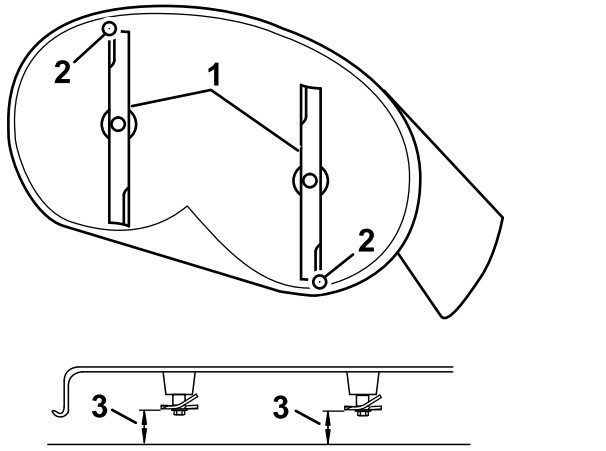
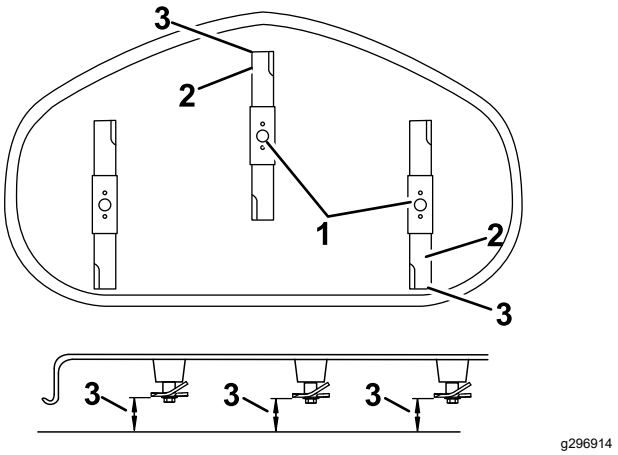

Figur 69
Figur 70
4. Drej forsigtigt skæreknivene, så de vender på langs (Figur 69).
5. Mål fra spidsen af den forreste skærekniv til den plane overflade og spidsen af den bageste skærekniv til den plane overflade (Figur 69 eller Figur 70).